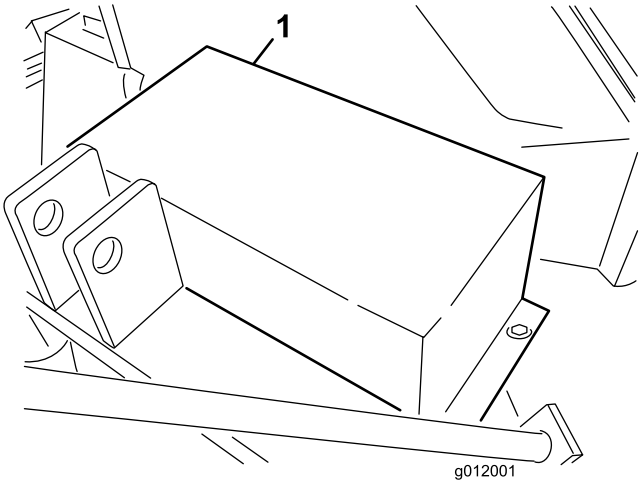

**Figuur 13**
1. Verwijder de tapbouten, ringen en moeren waarmee de riemkap is bevestigd aan de blazerbehuizing (Figuur 13).
2. Verwijder de riemkap (Figuur 13).